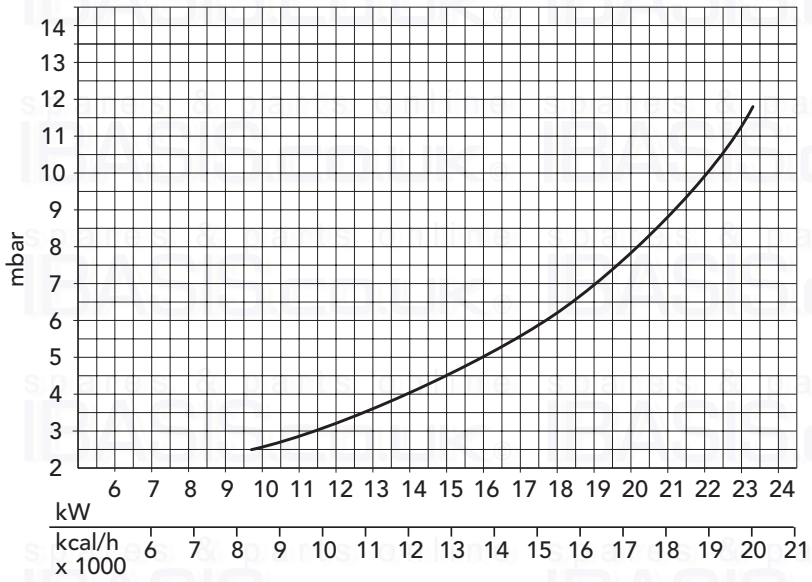

Fig. 4
N.B. - **The gas pressures at the burner and gas flows during the** central heating phase **given in the table refer to** nominal boiler output**. To reduce this output (where necessary), gas pressure must be reduced until the required output level is reached (see figures 4 and 5).**
To adjust boiler heat input (thus also regulating heat output to the central heating water) simply adjust the main burner via the electronic control board (fig. 4 and 5).